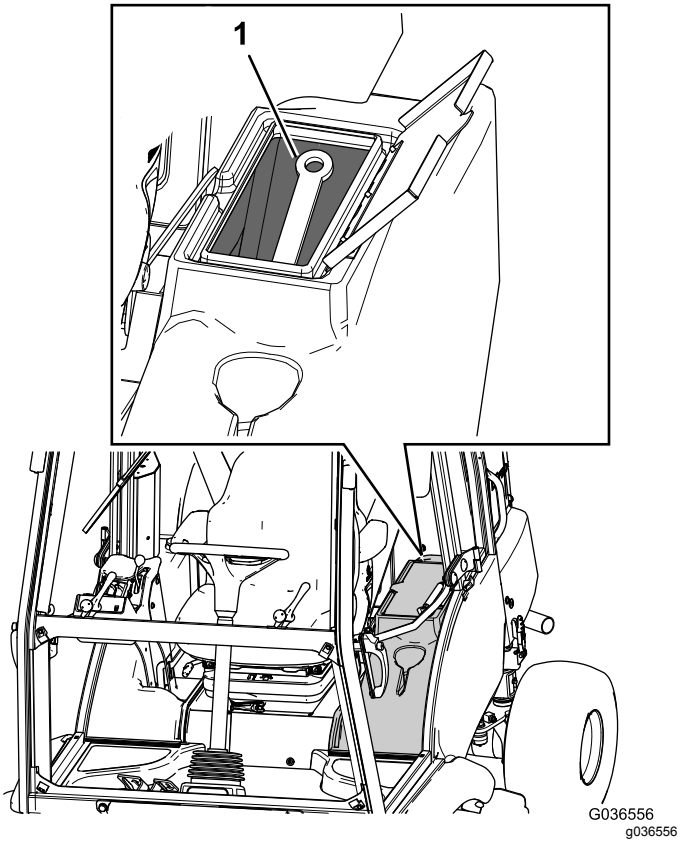

Figure 21
C. Placez le support de sécurité dans le boîtier de rangement (Figure 21).